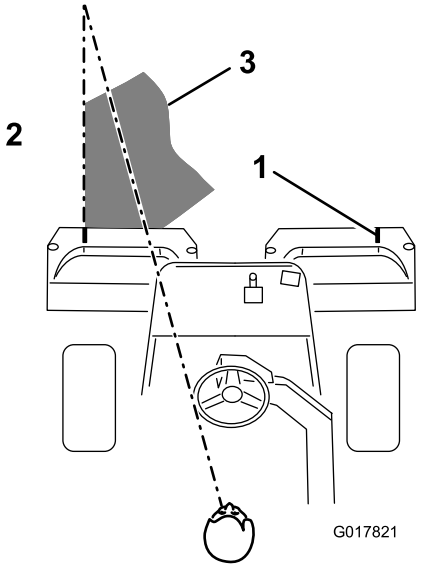

**Figur 41**
3. Overlapp den forrige retursnarveien minimalt. For at du skal klippe i en rett linje over greenen og holde maskinen på lik avstand fra kanten på den forrige lengden du klippet, må du lage deg en siktelinje på ca. 1,8–3 m fremfor maskinen til kanten på den delen av greenen du ikke har klippet enda (Figur 41). Noen synes at det hjelper å inkludere den ytre kanten på styrehjulet som en del av siktelinjen, dvs. holde kanten på styrehjulet i en rett linje i forhold til et punkt som alltid har samme avstand til fronten på maskinen ( Figur 41).